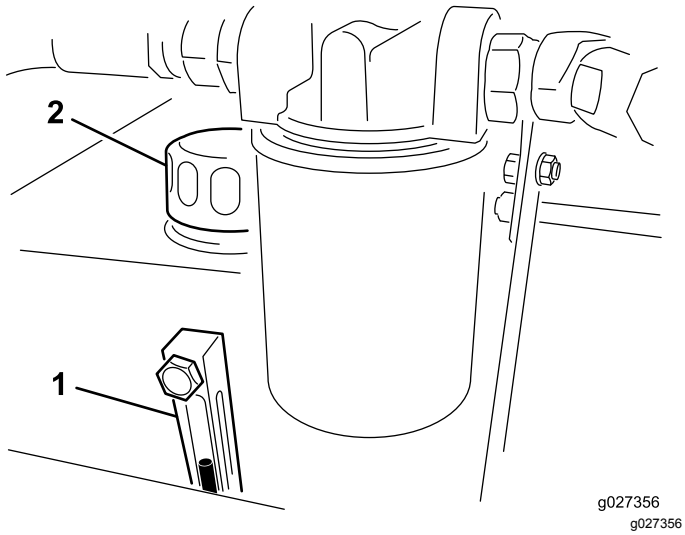

Figuur 4
2. Controleer het vloeistofpeil in het kijkglaasje (Figuur 4). Als de vloeistof tot het midden van het glaasje reikt, is het peil voldoende hoog.